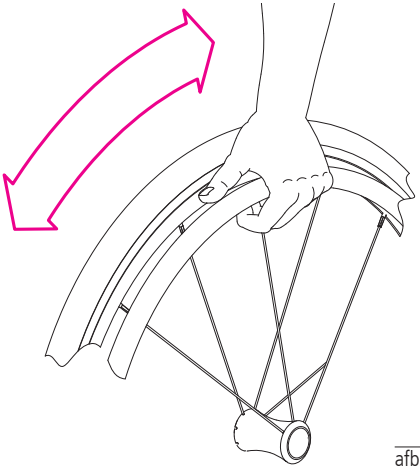

afb. 12
1. Pak de hoepels met de hand vast en draai het wiel naar voren of achteren (afb. 12). Hiervoor plaatst u de hand met de duim naar voren op de hoepel en sluit u de andere vingers tot een vuist om de hoepel.